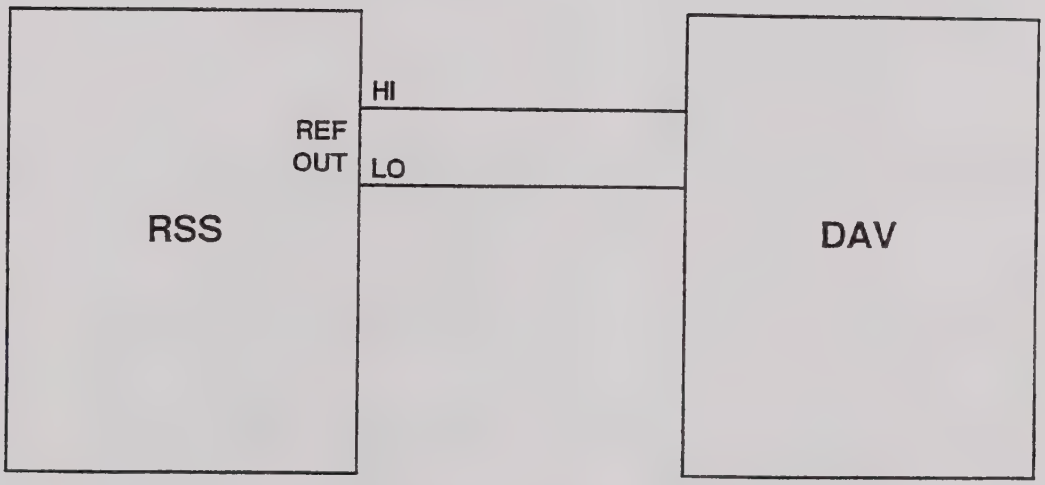

Figure 5-3. Test Setup, Internal Reference AC Voltage Tests
14. Check for sine wave and that multimeter reading is between 18.0171 and 18.7525. 15. Connect oscilloscope and RMS multimeter to RSS terminals S4 (LO) and S2 (HI) and check for sine wave and that multimeter reading is between 18.0171 and 18.7525.
17. Check for sine wave and that multimeter reading is between 62.3668 and 64.9124. 18. Connect oscilloscope and RMS multimeter to RSS terminals S1 (LO) and S3 (HI) and check for sine wave and that multimeter reading is between 62.3668 and 64.9124. 19. With power off, see figure 5-3 and connect test equipment as shown.